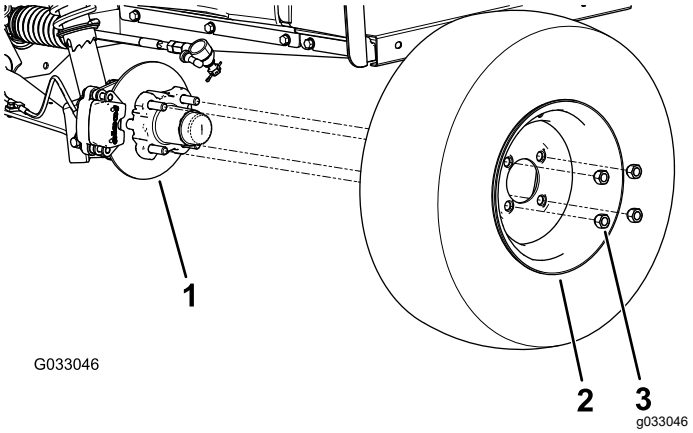

Figur 29
2. Fjern de 4 låsemøtrikker, der fastgør hjulet på navet (Figur 29).
4. Ret hullerne i hjulet ind efter hjultapperne i navet, og monter hjulet på navet med ventilspindlen siddende udvendigt (Figur 29).
5. Fastgør hjulet til navet ved hjælp af låsemøtrikkerne (Figur 29).